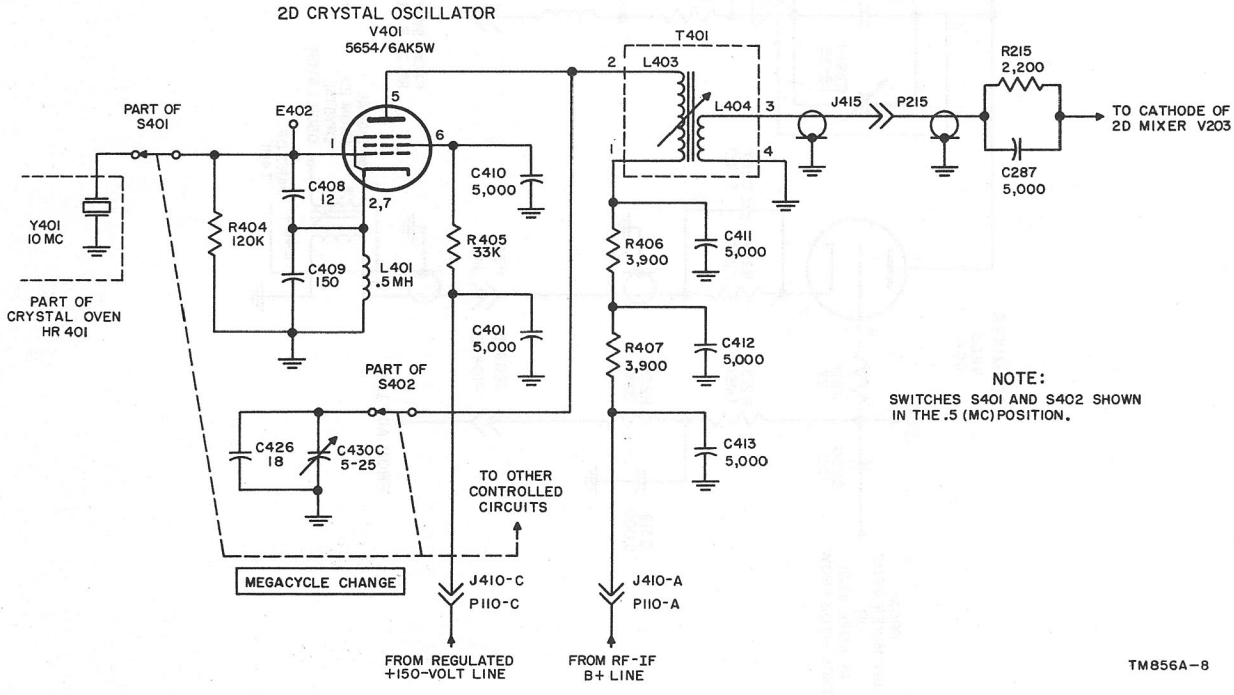
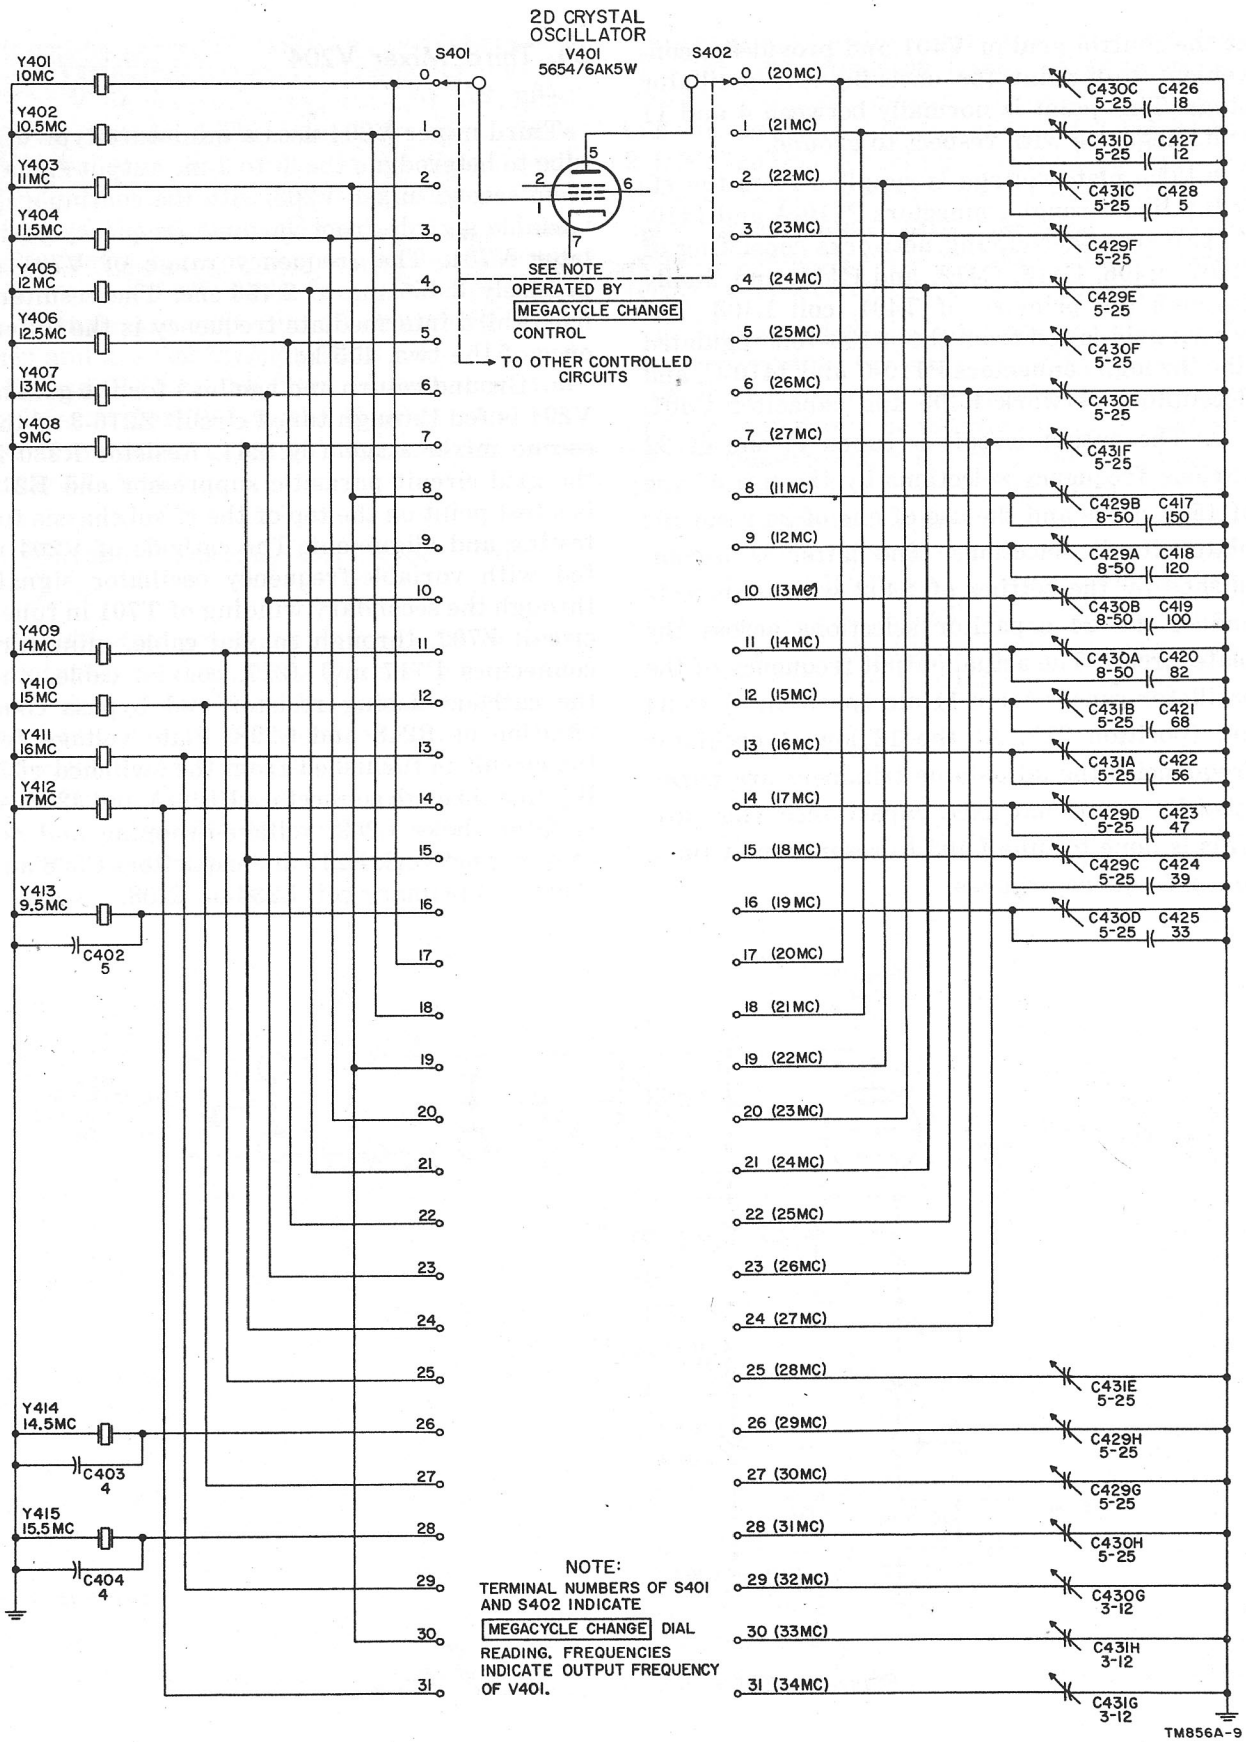

Figure 25. Second crystal oscillator V401, schematic diagram.
Figure 26. Second crystal oscillator V401, crystal and plate switching, schematic diagram.
59. Second Crystal Oscillator V401 (fig. 25 and 26)
Second crystal oscillator V401 uses a miniature-type 5654/6AK5W pentode tube. This stage generates and feeds one of 32 frequency selections ranging from 11 mc to 34 mc to second mixer V203. The frequency selected depends on the input frequency to the grid of second mixer V203. The output frequency of this crystal-controlled oscillator is controlled by two 32-contact rotary switches (fig. 26), which select certain crystals and resonant plate circuits for the oscillator. A total of 15 crystals is used to produce 24 different output frequencies and 32 frequency selections. This is done by operating the plate circuit of the second crystal oscillator at its fundamental frequency, second, or third harmonic.
a. Each crystal, Y401 through Y415, is switched across the grid circuit of V401 (fig. 26), the selection depending on the operating frequency of the receiver. Resistor R404 (fig. 25) is the dc return to ground for the control grid, and series capacitors C408 and C409 form an approximately ten-to-one voltage divider across the grid circuit. The cathode is connected at the junction of these two capacitors, and is maintained above rf ground by rf choke coil L401. This oscillator is a modified electron-coupled Colpitts, as distinguished by the cathode choke and the feed-back path from the junction of the series-connected capacitors and the cathode. The screen grid of V401 is held at rf ground potential with feed-back capacitor C410, and the plate circuit is electron-coupled to the grid and cathode circuits. Test point E402 is located
c. The output circuit is tuned to one of 32 various frequency selections by the use of one of 15 crystals and the use of one of 24 resonant plate circuit selections. The latter is accomplished by the setting of S402 which connects one of the 24 capacitor selections across the plate circuit. The actual output frequency of the oscillator ranges from 11 mc (position 8) to 34 mc (position 31). At the 12 lowest oscillator frequencies the adjustable trimmers are paralleled by additional fixed capacitance (fig. 26). This is done to tune L403 to resonance at these lower frequency ranges.